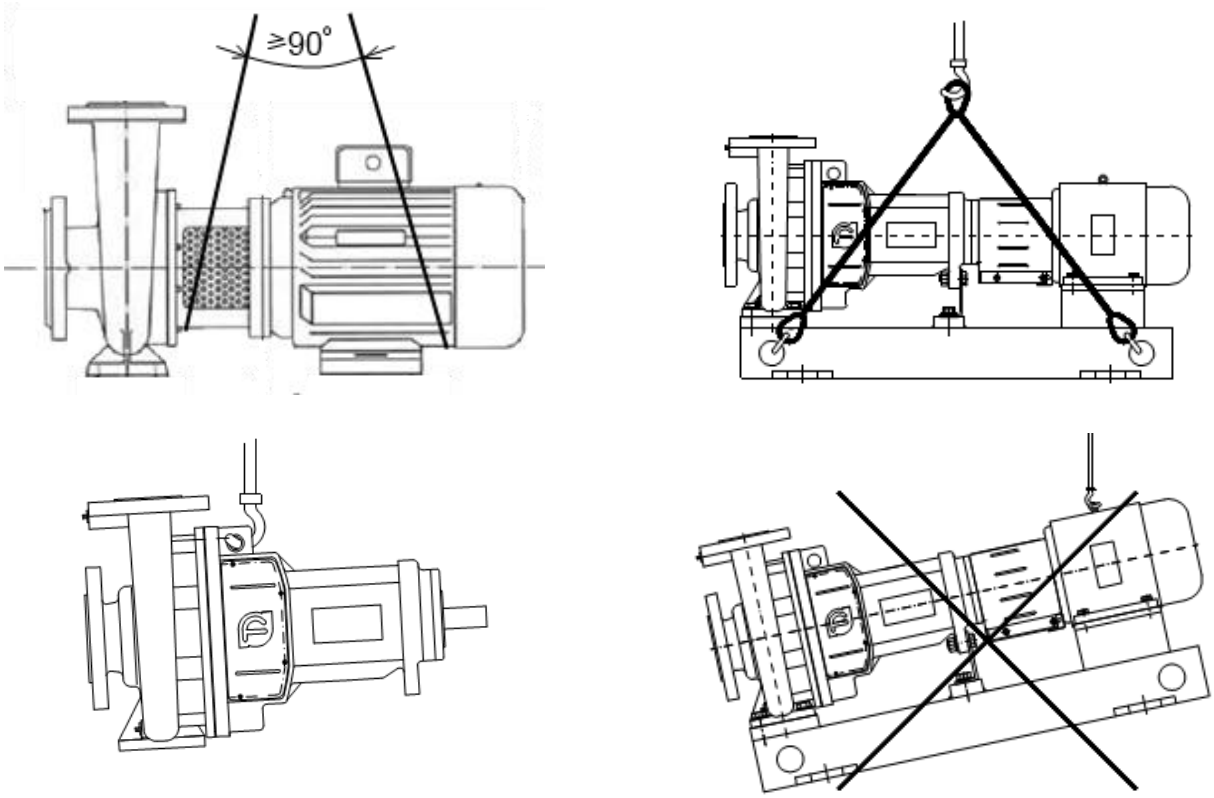

Рисунок 1 - Схема строповки агрегата насосного NES/NESO
ЗАПРЕЩАЕТСЯ ПОДНИМАТЬ АГРЕГАТ ЭЛЕКТРОНАСОСНЫЙ NES/NESO ЗА МЕСТА, НЕ ПРЕДУСМОТРЕННЫЕ СХЕМОЙ СТРОПОВКИ (см. Рисунок 1)!!!
- установить агрегат насосный на заранее подготовленный цементный фундамент (схему строповки см. Рисунок 1);